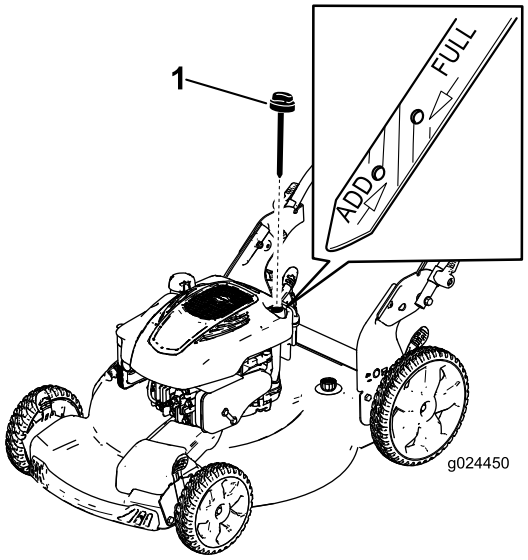

Rysunek 6
2. Wyjmij wskaźnik poziomu, obracając jego korek w lewo i wyciągając go (Rysunek 6).
5. Odczytaj poziom oleju na wskaźniku (Rysunek 6).